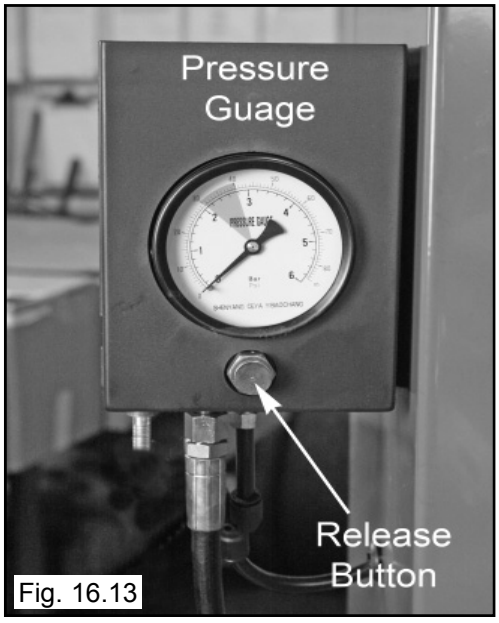

Fig. 16.13
2. Release air pressure from the tire by pressing the manual release valve button. NOTE: The inflation hose must be attached to the valve stem during this procedure. (See Fig. 16.13)